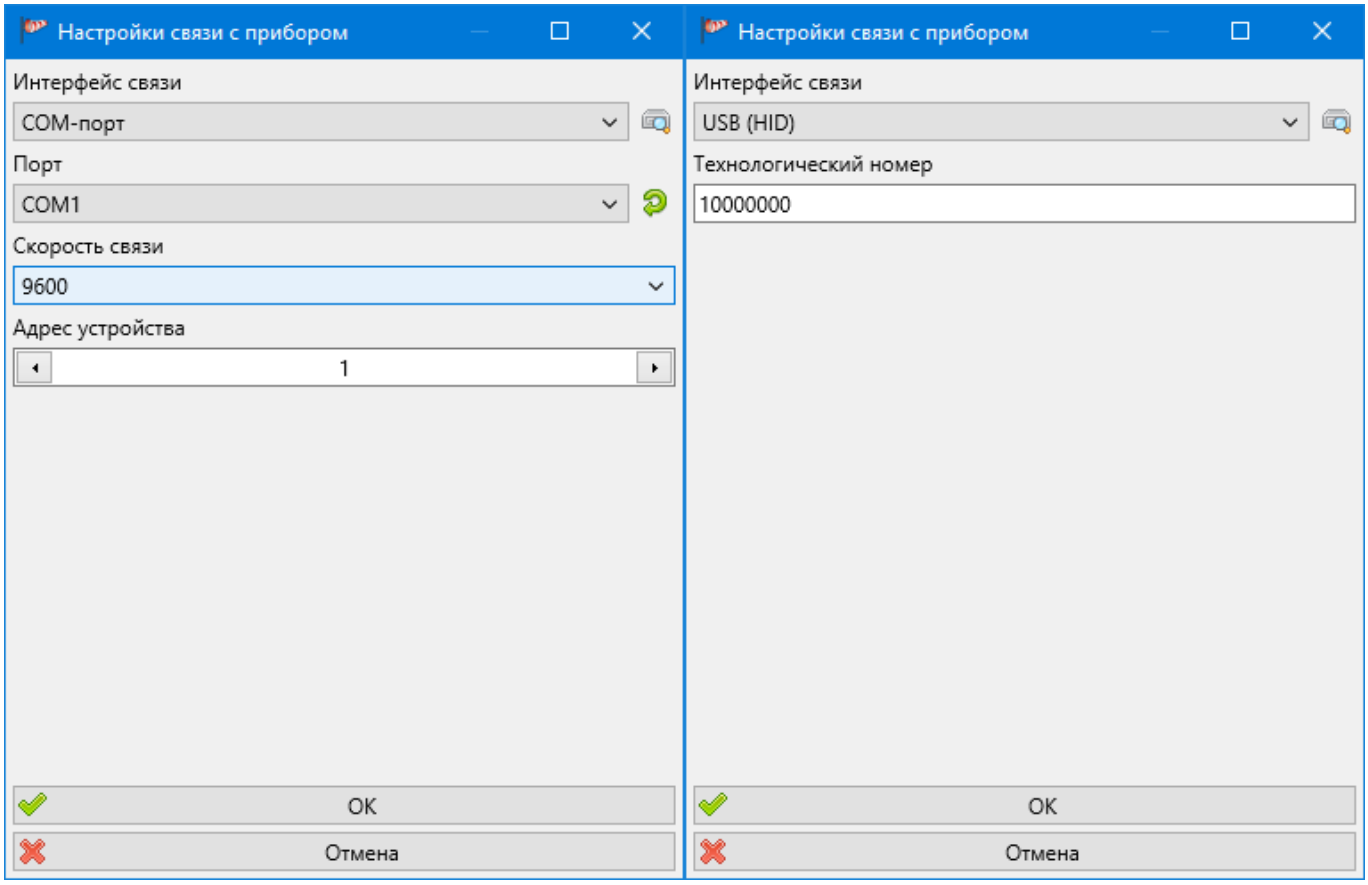

Рис. 6.2 – Окно настроек подключения блока управления к компьютеру
2. Проверить и, при необходимости, изменить настройки подключения блока управления аэродинамической установкой к компьютеру через главное меню программы «Настройки» - «Связь с АУ-2» (рис. 6.2);